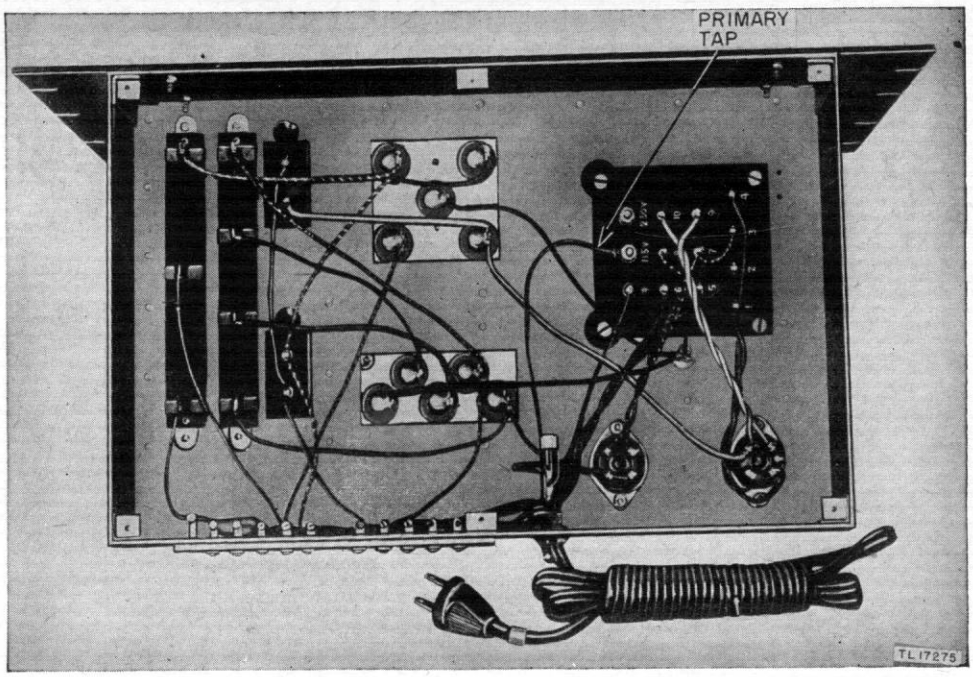

Figure 12. Bottom view of power supply unit, showing primary tap connection.
e. A-C Input. Before plugging the power cord into the a-c power line, remove the bottom plate from the power supply unit to see that the primary tap is properly connected for the particular a-c voltage available. This primary tap connects the fuse holder to one of the screw terminals on the power transformer, and is marked PRIMARY TAP in figure 12. Connect the primary tap to the screw terminal most closely agreeing with the available a-c line voltage and replace the bottom cover plate.
(1) Power Supply Unit RA–74–(*) has eight